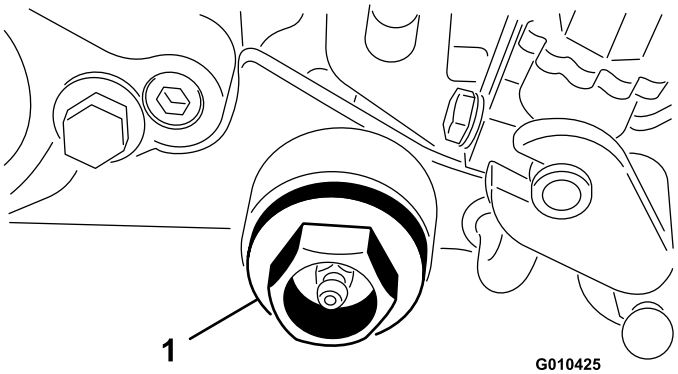

Figuur 11
14. Draai de dopplug in de groomerbehuizing (Figuur 11).